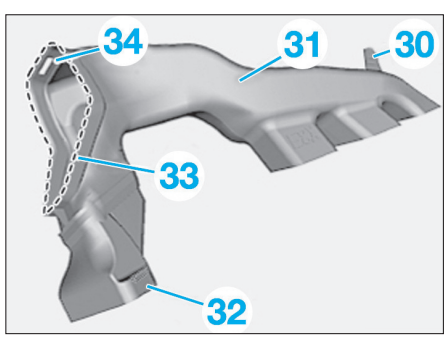

Fig. 27
- Veiller au positionnement correct de la plaque d'étanchéité (19) de sortie de fluide et du caoutchouc de traversée.
- Veiller à la bonne fixation de l'agrafe (30) sur le conduit de chauffage de plancher côté gauche/droit (31) **(Fig.27)**.